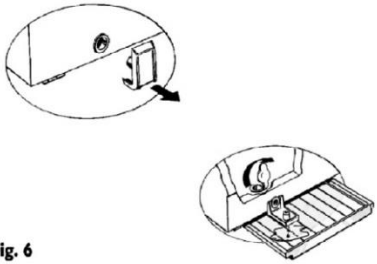

Fig. 6
• Ta ut den innvendige dreneringspluggen for avrimingsvann (avhengig av modell) **(Fig. 6)**
• Plasser en bolle under dreneringskanalen for å samle opp restvannet. Bruk deleren **(Fig. 6)** hvis tilgjengelig